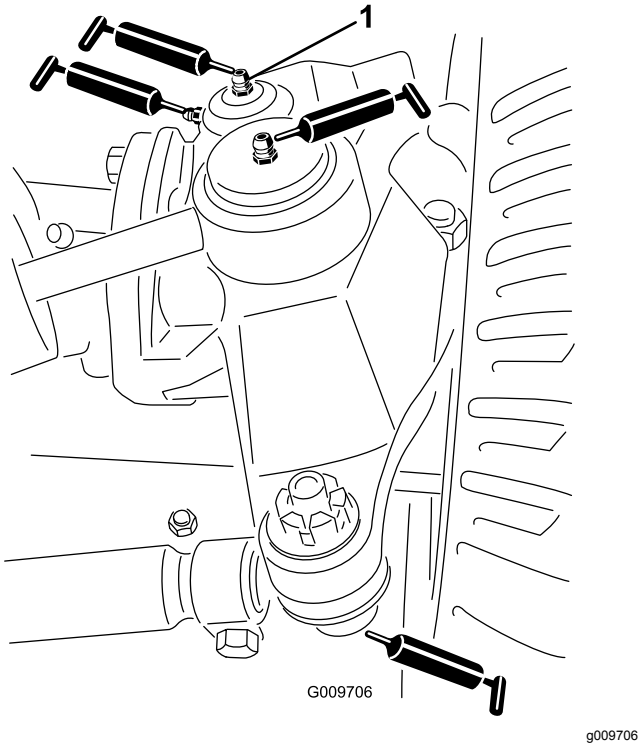

Figur 50
- Styresylinderens kuleledd (2) (Figur 50)
- Parallellstagets kuleledd (2) (Figur 50)
- Kingbolthylser (2) (Figur 50) **Den øverste anordningen på kingbolten skal bare smøres årlig (to pumpetrykk).**